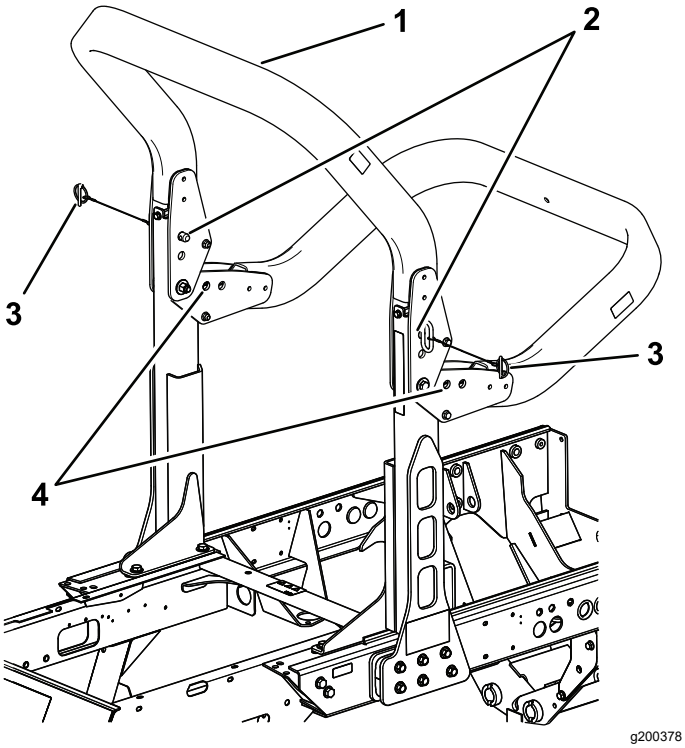

Figuur 73
2. Ondersteun het gewicht van het bovengeraamte van de rolbeugel terwijl u de borgpennen en de gaffelpennen uit de scharnierhouders verwijdert (Figuur 73).